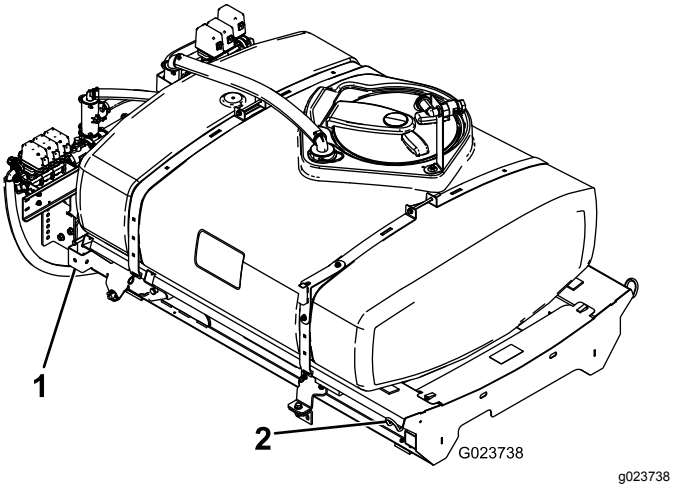

Figur 8
1. Brug et hejseapparat til at hæve tankplatformsenheden (Figur 8), og placer den over køretøjets stel med pumpe- og ventilenhederne vendt bagud.